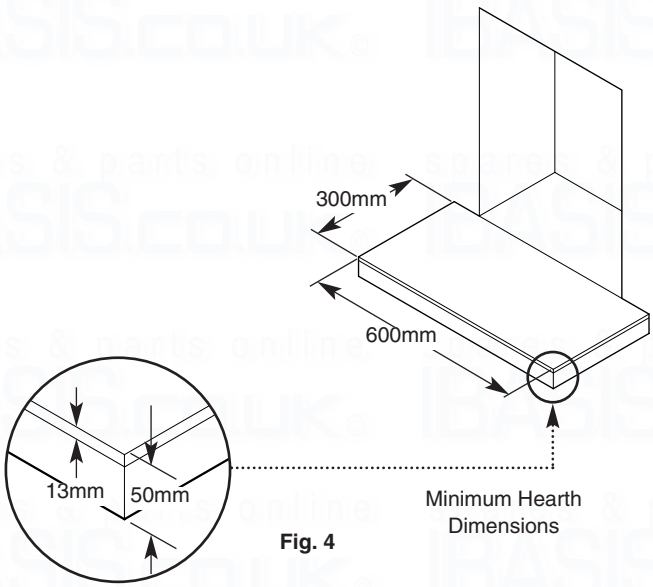

Fig. 4
1. The fire unit is intended to be hearth mounted. The hearth must be of a non-combustible material at least 13mm ($^{1}/_{2}$in) thick and measuring at least 300mm (12in) deep by 600mm ($23^{5}/_{8}$in) wide and fitted centrally about the fireplace opening. The top surface of the hearth should be a minimum of 50mm (2in) above floor level and must be level with the base of the builders opening (Fig. 4).